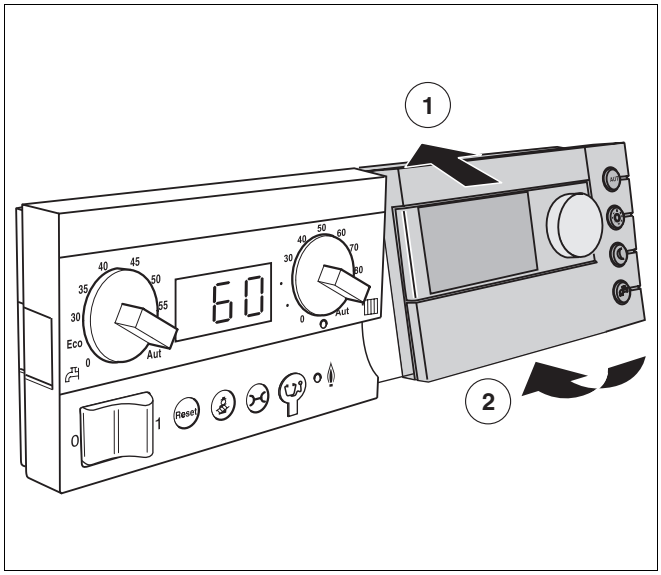

Abb. 35 Bedieneinheit RC30 einhängen
- Bedieneinheit RC30 in Pfeilrichtung an der Oberkante der Grundplatte einhängen (Abb. 35, **Pos. 1**).
- Bedieneinheit RC30 in Pfeilrichtung leicht nach hinten drücken, bis diese einrastet (Abb. 35, **Pos. 2**).